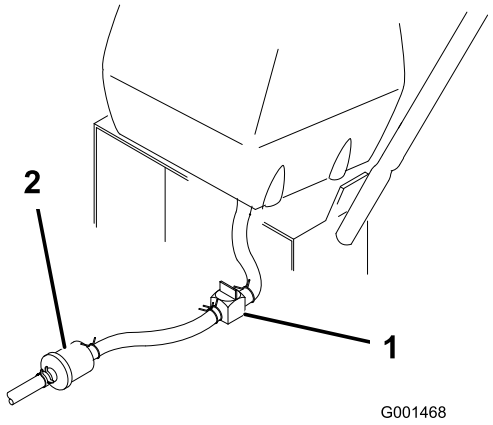

Figura 33
2. Cierre la válvula de cierre de combustible del depósito de combustible (Figura 33).
3. Apriete los extremos de la abrazadera y deslícela por el tubo alejándola del filtro (Figura 33).
4. Retire el tubo de combustible del filtro (Figura 33). Abra la válvula de cierre del combustible y deje que la gasolina se drene en un recipiente.
3. Cierre la válvula de cierre de combustible del depósito de combustible (Figura 33).
7. Abra la válvula de cierre de combustible del depósito de combustible (Figura 33).